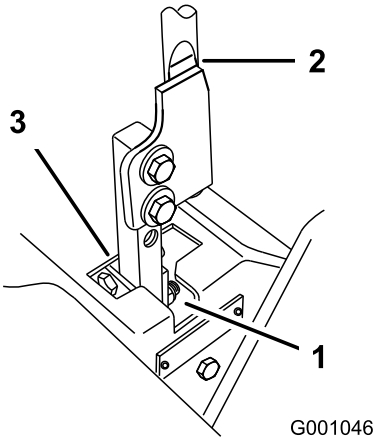

Figur 73
5. Flytt spaken til nøytral stilling, men ikke låst (Figur 73).
6. Trekk spaken tilbake inntil splittpinnene (på armen under svingakselen) er i kontakt med endene på sporet (begynner så vidt å legge press på fjæren) (Figur 73).
7. Kontroller hvor det er mulig at kontrollspaken treffer hakket i konsollen (Figur 73). Den bør sentreres for å gi spaken mulighet til å svinge utover til nøytral, låst stilling.